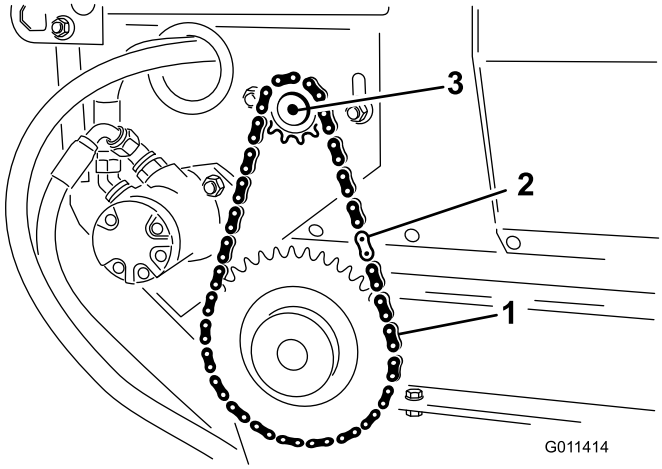

Figur 30
2. Afmonter hovedleddet fra kæden, og afmonter kæden fra det lille kædehjul (Figur 30).